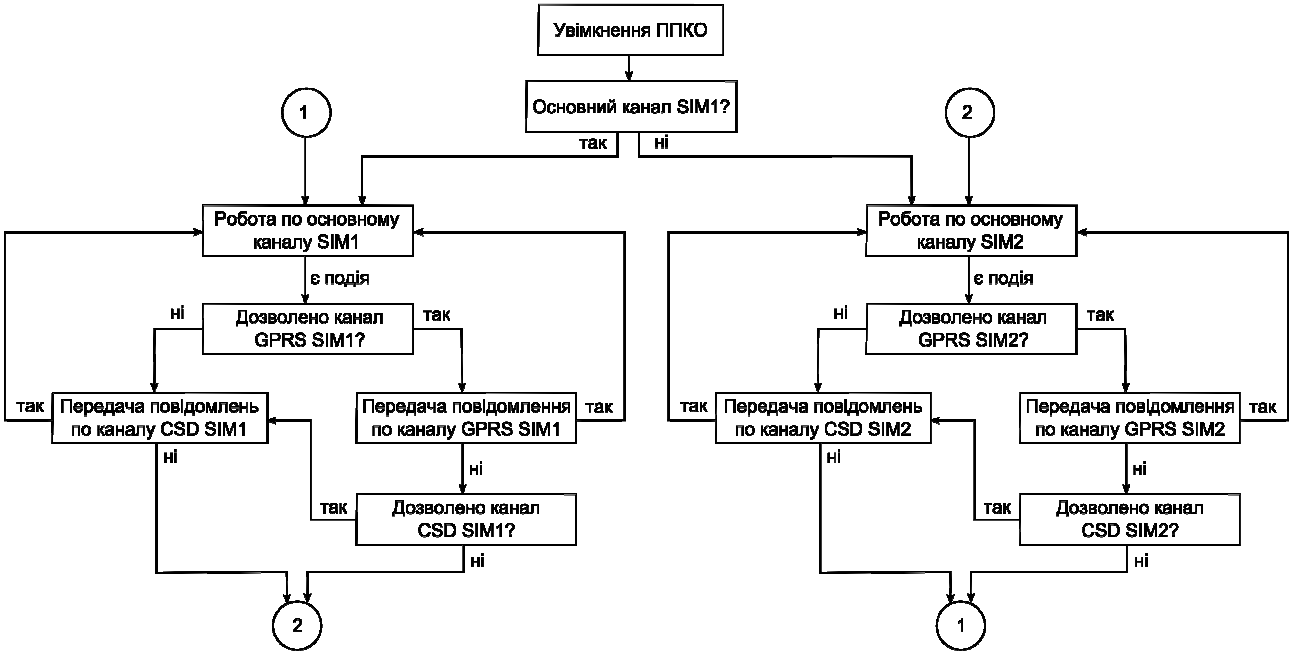

Рисунок 1 – Алгоритм передачі повідомлень на ПЦС
2.4.1 В залежності від налаштувань (див. 22 секцію програмування) сповіщення на ПЦС можуть передаватись по каналах зв'язку GPRS/CSD з використанням двох SIM-карт, згідно алгоритму наведеному на рис. 1. В протоколі «МОСТ» сповіщення можуть передаватись в каналах GPRS та CSD, в протоколі «Селена» - в каналі GPRS.